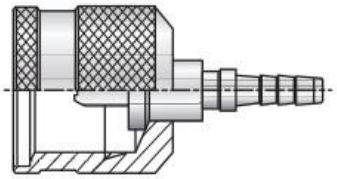

Рисунок 5 – Приспособление для дренажа гидроцилиндра
10.3.1.14. Откройте колпачок дренажной пробки и присоедините к ней приспособление, входящего в комплект ЗИП (см. рисунок 5). Присоедините к приспособлению гибкую трубку требуемой длины и диаметра. Второй конец гибкой трубки установить в открытую заправочную горловину расширительного бака.